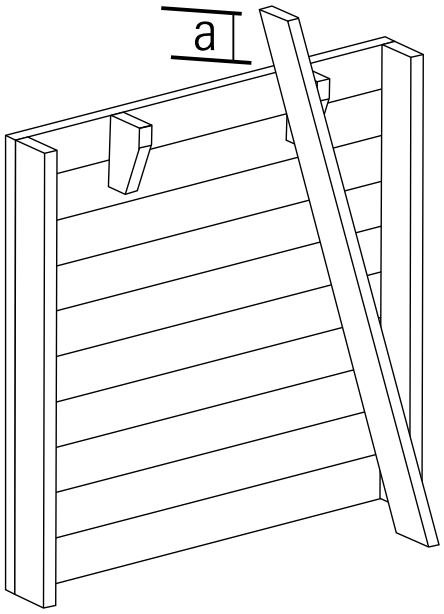

Fig. 5/ Abb. 5 / Afb. 5
• Zaag de bomen van de trap op maat door te meten hoever hij uitsteekt afbeelding 5 en teken een evenredig deel af op het onderste deel van de trapboom en zaag dat stuk eraf.